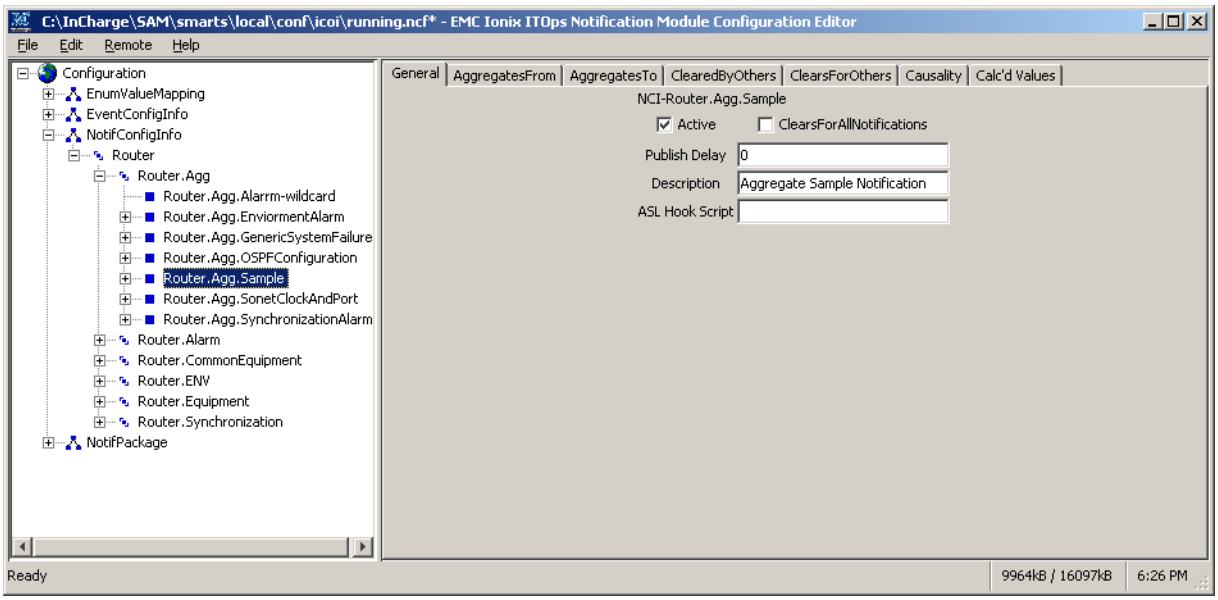

Figure 18 General tab of the NCI Setup dialog box
1. Active property of the NCI object (that is, whether the Active checkbox is selected in the NCI setup EMC Smarts NOTIF Editor as shown in Figure 18 on page 52. If the NCI object is Active, EMC Smarts NOTIF continues to process that notification, checking the NCI configuration parameters listed below. If the NCI object is not Active, EMC Smarts NOTIF does not publish the notification.
When unpublished notifications are delivered to EMC Smarts NOTIF, it finds the best match between a notification and an NCI object in its repository to handle that notification. The notification must be active in order for it to be processed, that is, the Active checkbox in the NCI setup EMC Smarts NOTIF Editor must be selected as shown in Figure 18 on page 52.
An NCI can specify that it ClearsForAllNotifications as shown in Figure 18 on page 52. Selecting the ClearsForAllNotifications checkbox means that the given notification created for an event will clear all active notifications involving the same instance and element as the given event. When such a notification is created through an NCI, EMC Smarts NOTIF considers all the notifications related to the same instance (except the notification triggering this behavior), and clears them. The original specification in the Event Setup tab in the ECI determines if the triggering notification will be a `NOTIFY` or a `CLEAR` as shown in Figure 8 on page 35.
After an NCI is found for an incoming notification, clearing behaviors are performed as discussed in the previous section. After any clearing is done, the notification may have a delay prior to checking Causes, Aggregates, and getting published. This delay is set in the NCI (in the Publish Delay field in Figure 18 on page 52) and is specified in seconds. For example, if you set a publish delay for 60 seconds, that means that the notification will be held for a minute before any further NCI processing is performed. If a clearing comes in during that minute, then the notification will be discarded.
An NCI can be configured to call an ASL hook script just before notification publication; all other EMC Smarts NOTIF NCI processing is performed prior to this call. You can type the hook script in the ASL Hook Script field in the General tab of the NCI Setup dialog box (see Figure 18 on page 52). EMC Smarts NOTIF looks up ASL hook scripts in the local/rules or /rules directories. For example, if you type icoi-trapd/sample_hook.asl in the ASL Hook Script field in the General tab of the NCI Setup dialog box, EMC Smarts NOTIF will look up local/rules/icoi-trapd/sample_hook.asl and rules/icoi-trapd/sample_hook.asl.